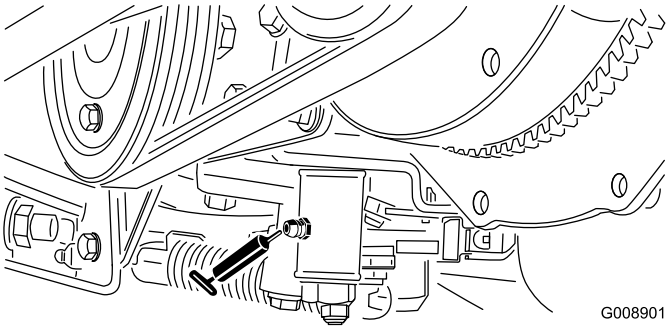

Figur 46
- Nøytral justeringsmekanisme (Figur 46)